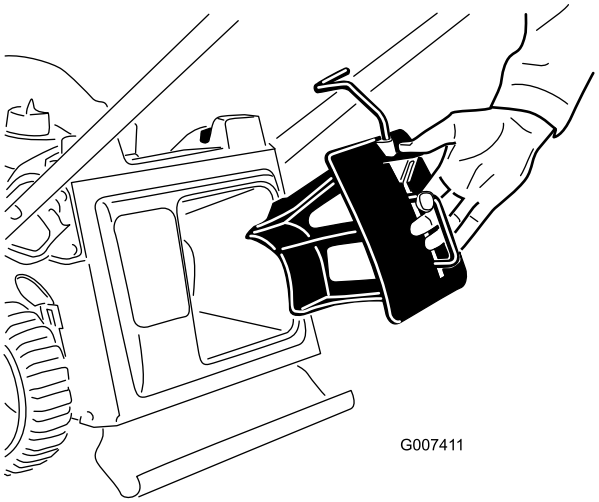

Figuur 8
1. Plaats de mulchplug in de maaimachine, indien ze nog niet geïnstalleerd is (Figuur 8).